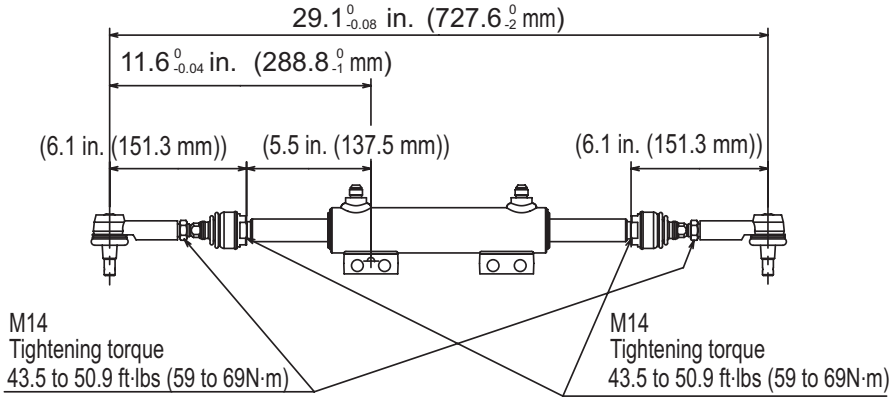

Fig. 12
18.After adjustment, fit the tie rod to the front axle in reference to the dimensions of **Fig. 12**: